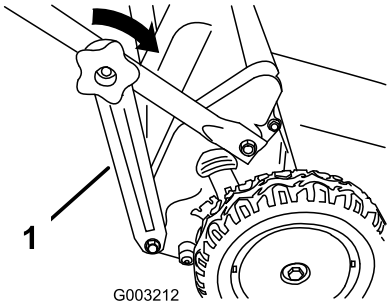

Figur 15
3. Sätt fast de nedre handtagsvreden och dra åt vreden så hårt du kan manuellt (Figur 15).